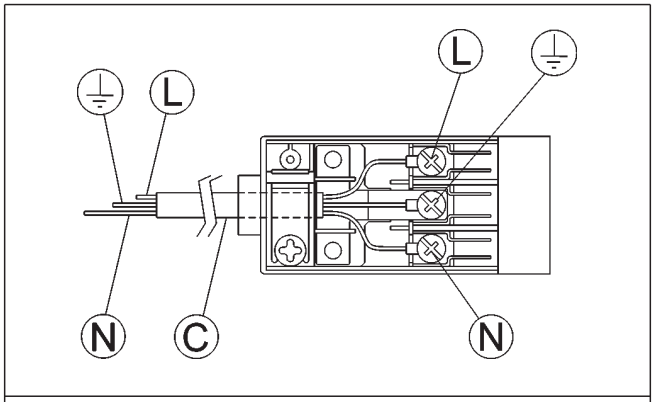

FIG. 11
- Se leaga conductorii ca in schema din fig. 11 avand grija sa se respecte urmatoarele corespondente: